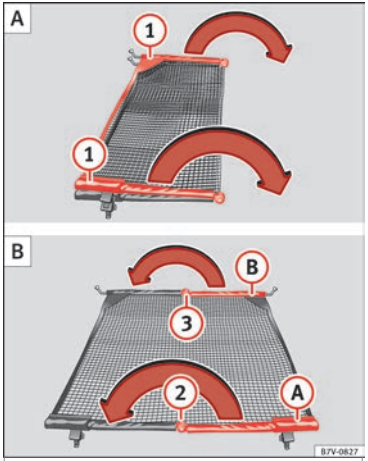

Fig. 165 Unfold the net partition (1) then fold it again (2) and (3)
Fold out the cross support rods ››› **Fig. 165** (1) for the net partition fully in the direction of the arrow until you hear a “click”.
- Press on the release button ››› Fig. 165 ② and bend the rod Ⓐ in the direction of the arrow with the release button pressed.
- Press on the release button ››› Fig. 165 ③ and bend the rod Ⓑ in the direction of the arrow with the release button pressed.